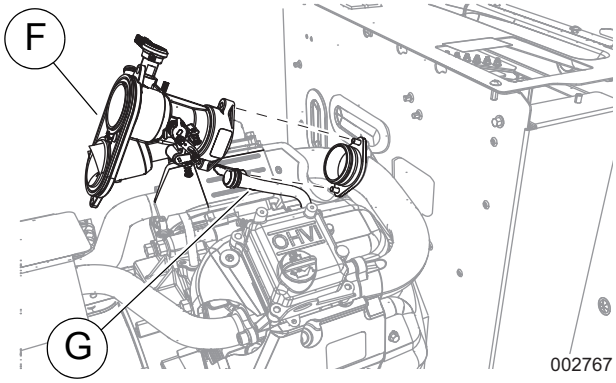

Figure 9. Débranchement du mélangeur
4. Voir la *Figure 9*. Débranchez et retirez le mélangeur (F) afin d'accéder au tuyau du reniflard (G).